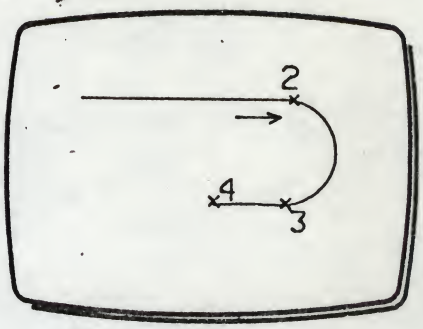

Fig 2
7 Move XY to move the dynamic cursor to (3) in Fig 2. Try to make an exact semi-circle.
10 Move XY to move the dynamic cursor in a straight line from (3) to (4) in Fig 2.